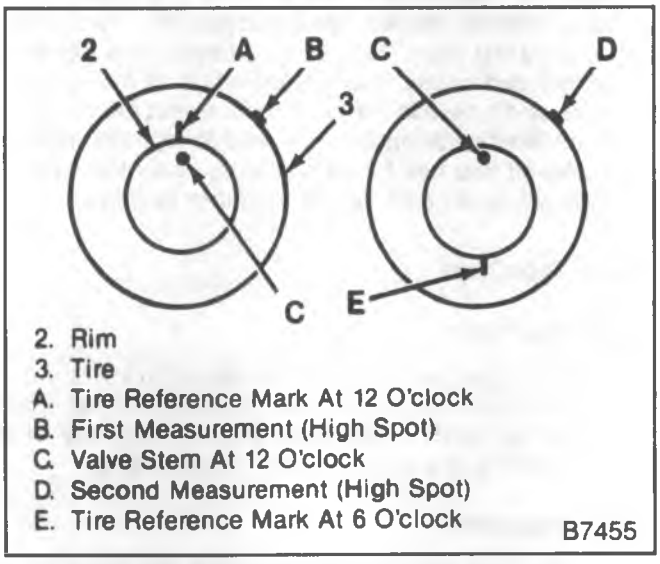

Figure 6—Checking Tire to Wheel Vectoring
- If the tread is uneven, wrap tape tightly around the tire, record the runout magnitude, and mark the high spot locations (figure 6).
5. Break the tire and wheel assembly down on a tire mounting machine and rotate the tire 6 hours (180 degrees) on the rim (figure 6).